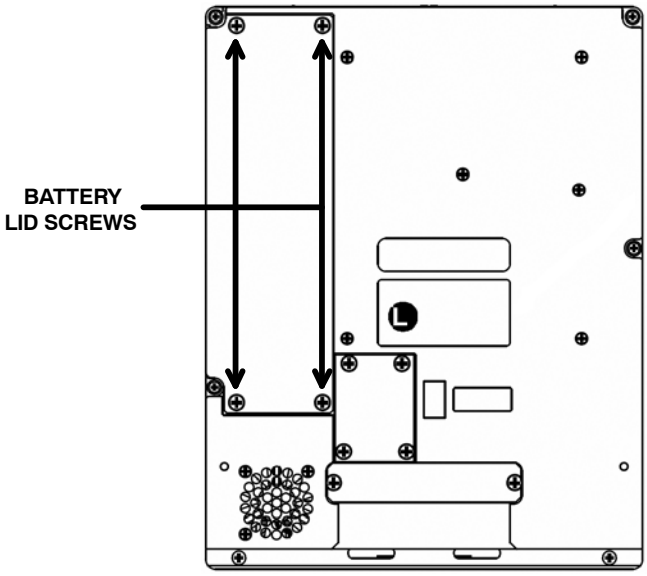

Figure 36. DU Battery Access
(2) Inspect the battery pack for any signs of swelling. If the battery pack appears to be swollen continue with this procedure. If the battery appears normal go to Step (11).
(3) Remove and replace battery back from housing cavity by disconnecting the cable at the white connector. Refer to Figure 36. The DU battery pack, P/N 63516SOCNN01A100−18−101 (L3AR P/N 011-E4860-00) is a field-serviceable item.